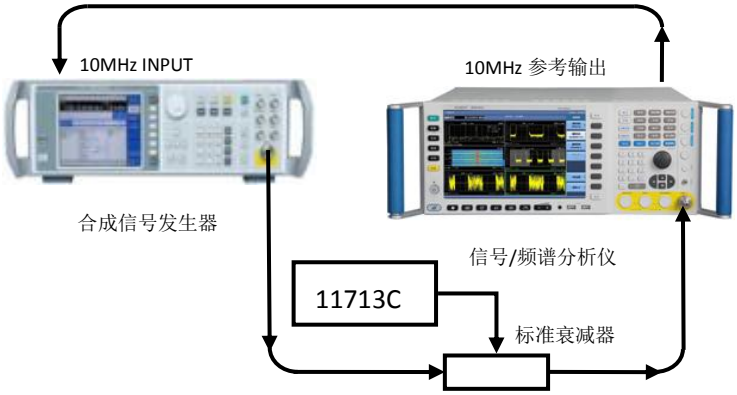

图8.13 参考电平转换误差测试示意图
1） 如图 8.13 连接设备，复位 4051 并设置 4051 为信号发生器提供频率参考。设置信号发生器频率为 30.02MHz，输出幅度为-3dBm。
1) 如图8.13连接设备，复位4051并设置为信号发生器提供频率参考。设置信号发生器频率为30.02MHz，输出幅度为0dBm。